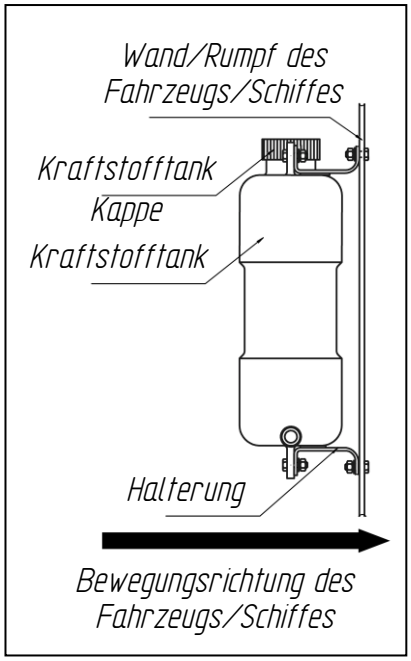

**Abb. 16 Installation des Kraftstofftanks**
Bei der Installation des Kraftstofftanks ist auf den auf den Bedienkomfort beim Betanken zu achten (Abb.16). Installieren Sie den Kraftstofftank so, dass die Kraftstoffmenge und ihre möglichen Leckagen aus dem Einlass, der Kraftstoffsaugdüse oder den Anschlüssen optisch kontrolliert werden können.
**Der Kraftstofftank muss mit seiner breiten Seite senkrecht zur Bewegungsrichtung des Fahrzeugs/Schiffes eingebaut werden (siehe Abb. 16).**